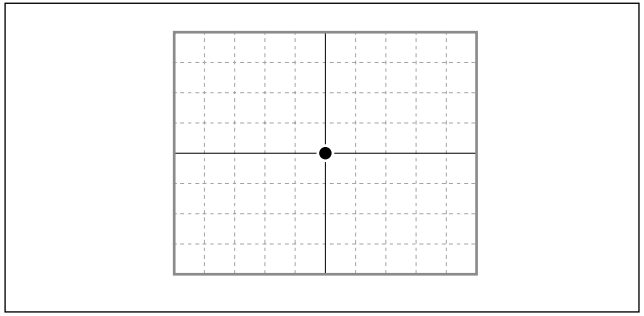

图 4-3
③ 将示波器的 TIME/DIV 开关设为 X-Y MODE。
④ 将示波器 CH1、CH2 的偏转灵敏度 (VOLTS/DIV) 设为 500 mV/DIV。
⑤ 将示波器 CH1 和 CH2 的 INPUT COUPLING 开关设到 DC。
⑥ 将示波器的 CH1 和 CH2 的偏移量设置为 1.3 V。(参见图 4-3)